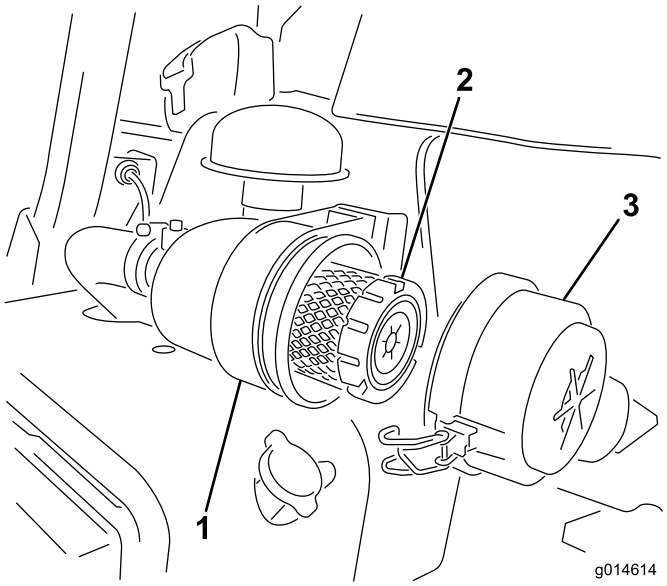

Figur 46
1. Åbn låsene, der fastgør luftfilterdækslet til luftfilterhuset (Figur 46).
6. Fastgør låsene (Figur 46).